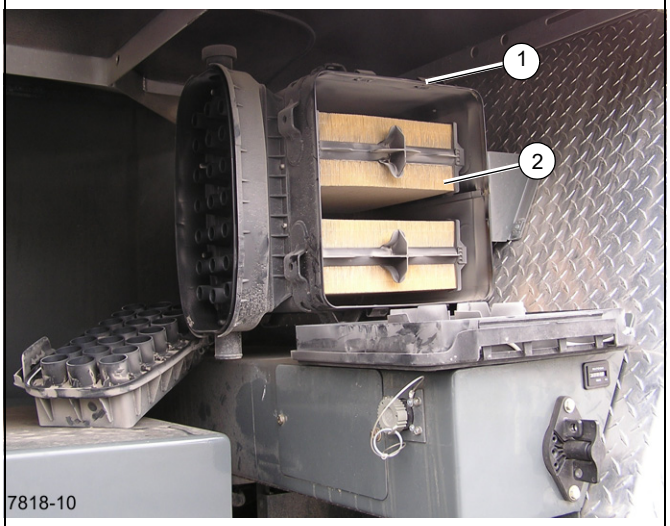

FIGURA 7-9
1. Eleve as presilhas (1) (Figura 7-9) que fixam a tampa ao corpo do purificador de ar e remova a tampa.